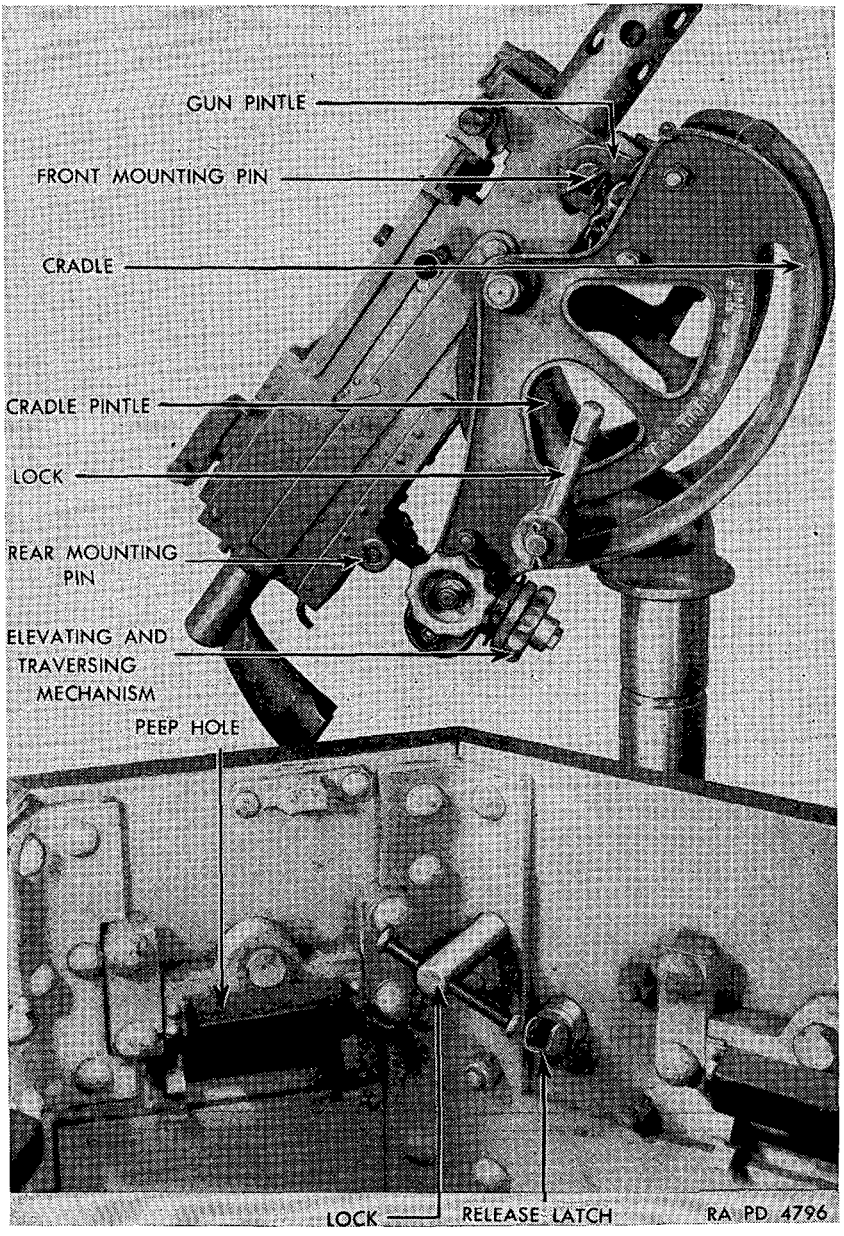

FIGURE 20.—Antiaircraft gun and bracket mount.
e. Antiaircraft gun mount.—A fifth mount (M20), located on the outside of the cupola, mounts a caliber .30 machine gun for antiaircraft fire (see fig. 20), and is fired by the conventional trigger. Elevation is obtained by loosening the cradle lock and adjusting to desired position. Traverse position is locked and adjusted by means of a locking handle inside the cupola.